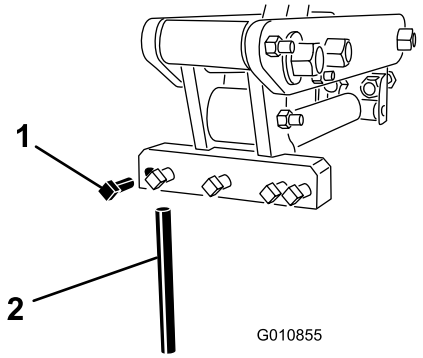

Figur 24
3. Løsne festeboltene og fjern pipene du har brukt tidligere (Figur 24).